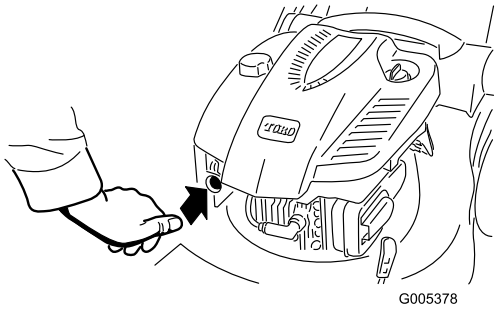

Figur 12
1. Tryk tipperen helt ind med tommelfingeren 3 gange, og hold den hver gang inde i et sekund, før du slipper den igen (Figur 12).